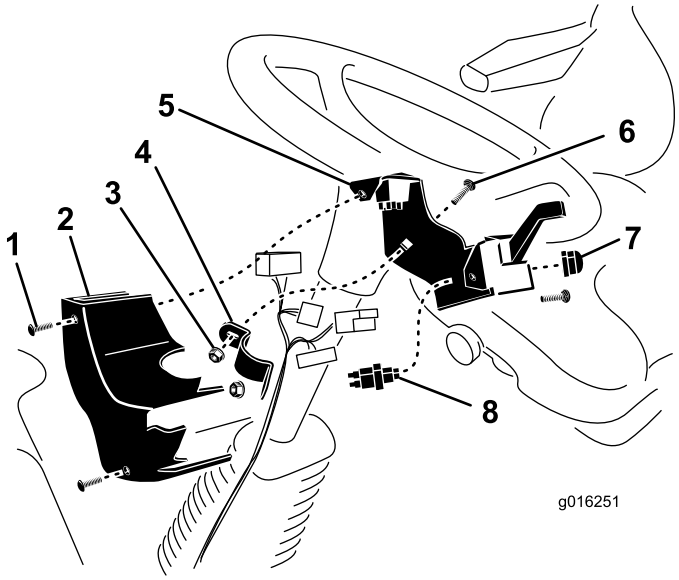

Figur 5
1. Monter hornbryteren til stammebraketten med **gummihornknappen** (Figur 5). Ikke bruk sølvknappen inkludert med hornet.
2. Fest stammebraketten bak på rattstammen med stammebrakettfestet, (2) 3/8 x 1 tommes låseskruer og 3/8 tommes flensmutre. Posisjoner stammebraketten så høyt som mulig på rattstammen som vist i Figur 5. Påse at stammebraketten ikke forstyrrer rattet.
3. Etter at ledningssatsen er koblet til bryterne, fest stammedekslet til stammebrakettens (2) hastighetsmuttere med skruer (Figur 5).